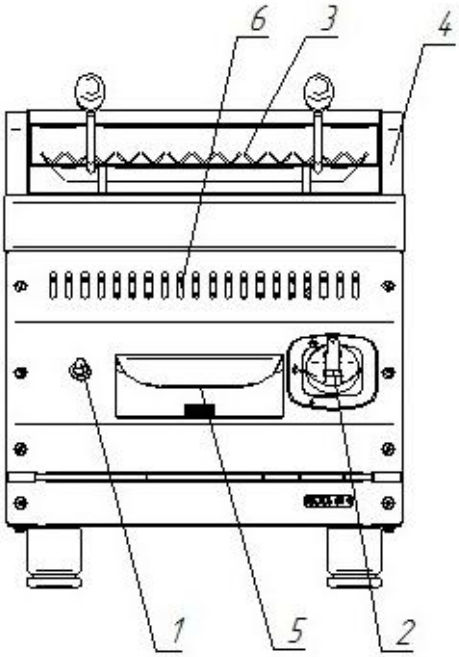

Рис. 1. Гриль
4.1. Устройство газового гриля показано на Рис. 1.
Нажмите на ручку крана горелки и поверните ее против часовой стрелки, установив символ искры зажигания ✦ напротив метки на панели управления (рис. 2а). Нажав до упора, одновременно произведите поджог газа при помощи пьезорозжига. Удерживайте ручку крана в течение не менее 15 секунд, после чего отпустите. После проведения вышеуказанных операций необходимо проконтролировать наличие горения газа, для чего необходимо посмотреть в смотровое окно 6 (рис.1), в котором можно наблюдать наличие пламени. Пламя должно быть устойчивым. Если пламя не горит, повторите операцию.